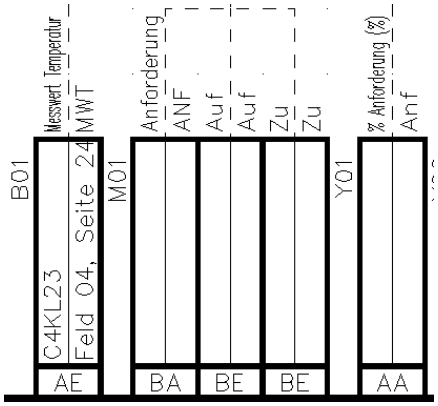

Bild 34.8 – Bearbeitete und unbearbeitete I/O-Leisten
- Bestätigen Sie dann. Der Block wird ausgefüllt (Abb. 34.8).